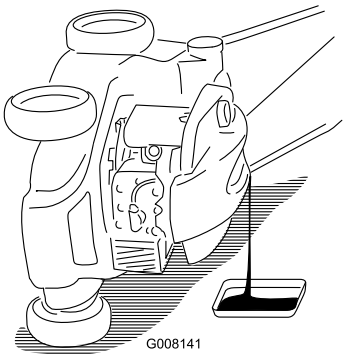

Figur 29
5. Lägg gräsklipparen på **vänster** sida (med luftfiltret uppåt) så att den använda oljan töms ut genom påfyllningsröret (Figur 29).